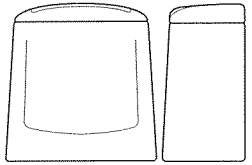

Рис.8
-бачок смывной кнопочный с нижней подводкой (рис. 8).